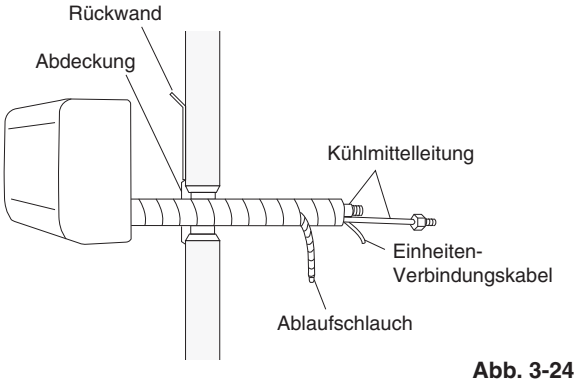

Abb. 3-24
(1) Die Kühlmittelleitung so biegen, dass sie mühelos in die Wandöffnung gepasst werden kann. (Abb. 3-24)